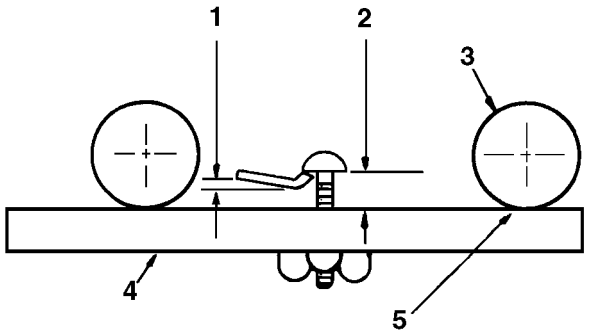

Fig. 6
fastholde justeringen. Anbring skruehovedet over bundknivens skær og anbring stangen imod den nederste del af frontrullen (Fig. 6).
- Løsn frontrullens møtrikker og justér begge ender af frontrullen, indtil den er i kontakt med målestangen i begge ender. Mens målestangen holdes godt ind imod den nederste del af rullerne, justér frontrullen, så skruehovedet lige glider over bundknivens kant (Fig. 6). Stram frontrullens møtrikker.